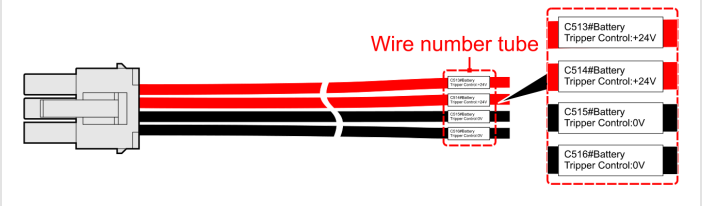

FIGURE 4-64 Battery trip extension cable: connector and wire-number markers (+24 V, 0 V)
3. Connect the far end to the battery-breaker trip unit by the wire-number markers (Figure 4-64): solder the two red wires to the 24 V terminal and the two black wires to the 0 V terminal, to reduce the voltage drop over long runs.